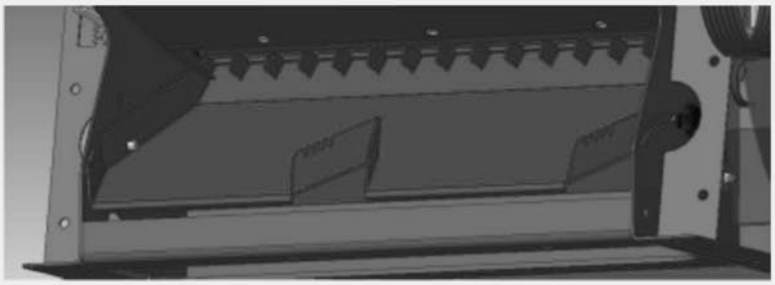

Figure 43
2. Loosen the two star knob screws on the sides of the calibration slide and pull the chute up through the elongated slots so that is positioned between the partition plates. Then fasten it again with the star knob screws (Figure 43).